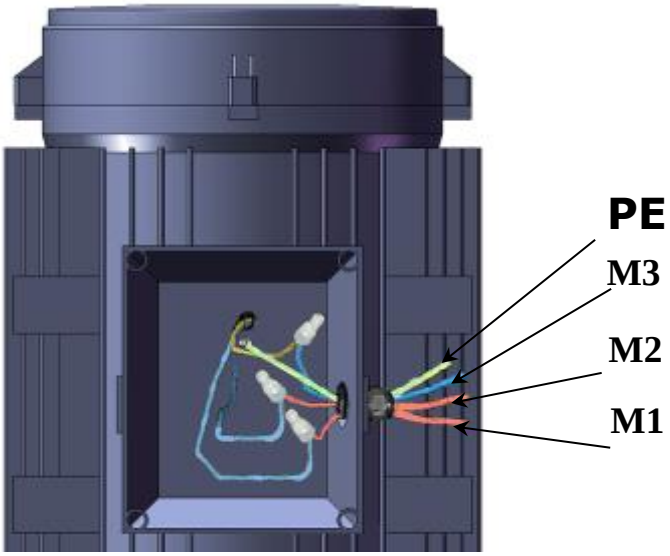

Rys. 16
3.2 Podłączenie przewodów silnika 380V **(Patrz rys. 16)**.